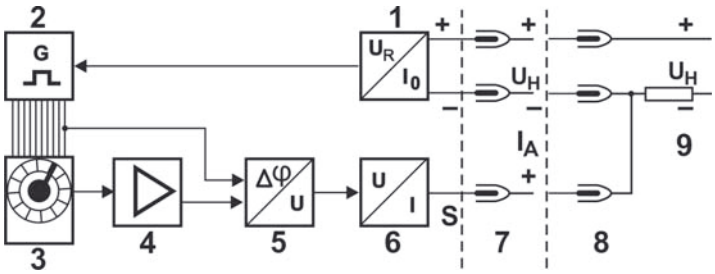

Fig. 3: Diagrama de blocos
Dez segmentos do estator (fig. 3, pos. 3) são excitados com impulsos sucessivos (2). O defasamento do sinal – desacoplado capacitivamente do rotor – depende do ângulo de rotação. O sinal é ampliado (pos. 4) e, através do comparador de fases (5) no conversor de corrente-tensão (6), é transformado numa corrente de saída proporcional ao ângulo de rotação.